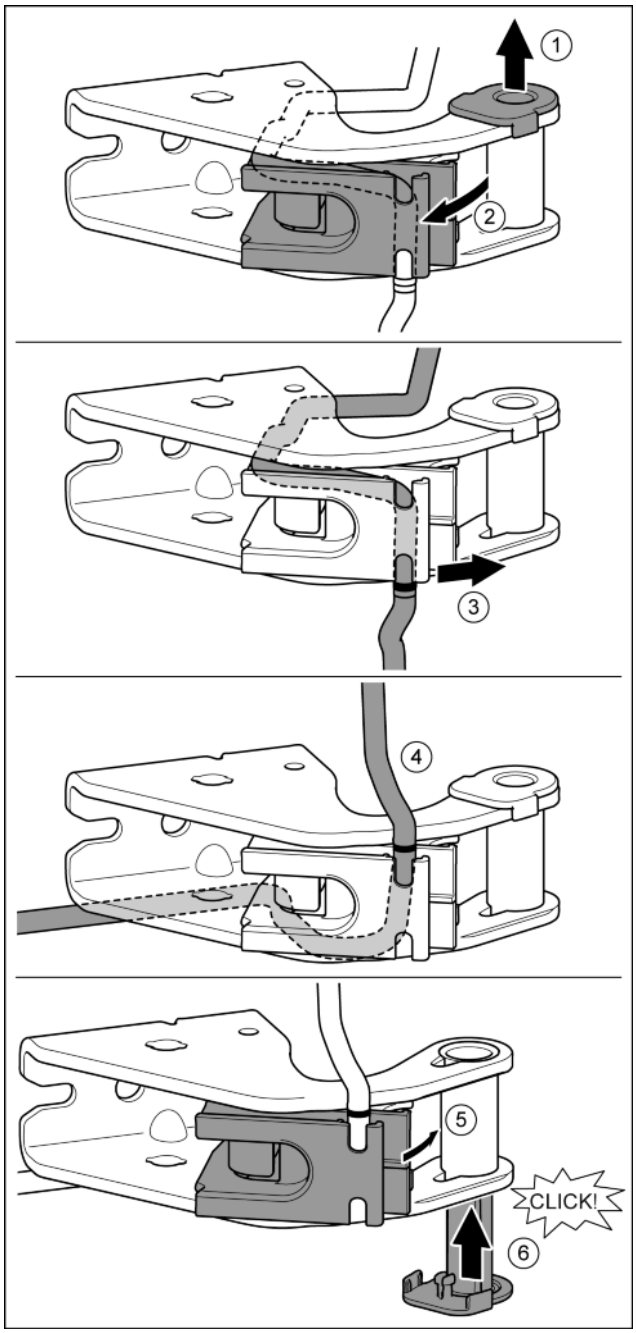

Fig. 26
▶ Vytáhněte ložiskové pouzdro z vedení. *Fig. 26 (1)*
▶ Otočte držák kabelu ven. *Fig. 26 (2)*
▶ Uvolněte kabel z vedení. *Fig. 26 (3)*
▶ Vložte kabel zrcadlově obráceně. *Fig. 26 (4)*
▶ Otočte držák kabelu dovnitř. *Fig. 26 (5)*
▶ Ložiskové pouzdro vložte z druhé strany a zaklesněte. *Fig. 26 (6)*